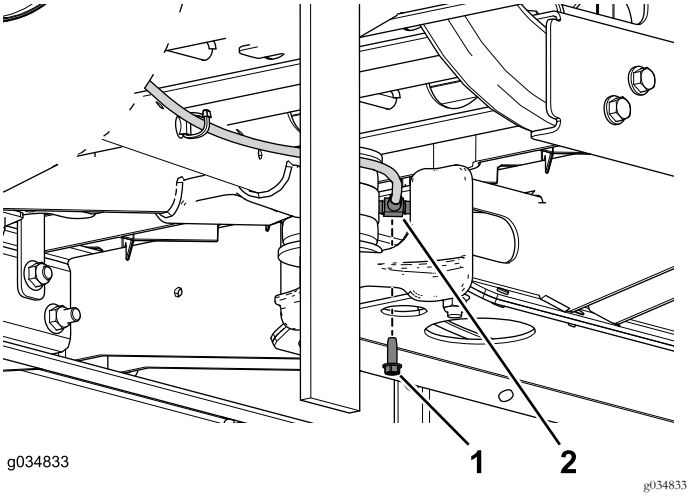

Рисунок 18
5. Выверните самонарезающий винт, который крепит тройник к центральному швеллеру (Рисунок 18).